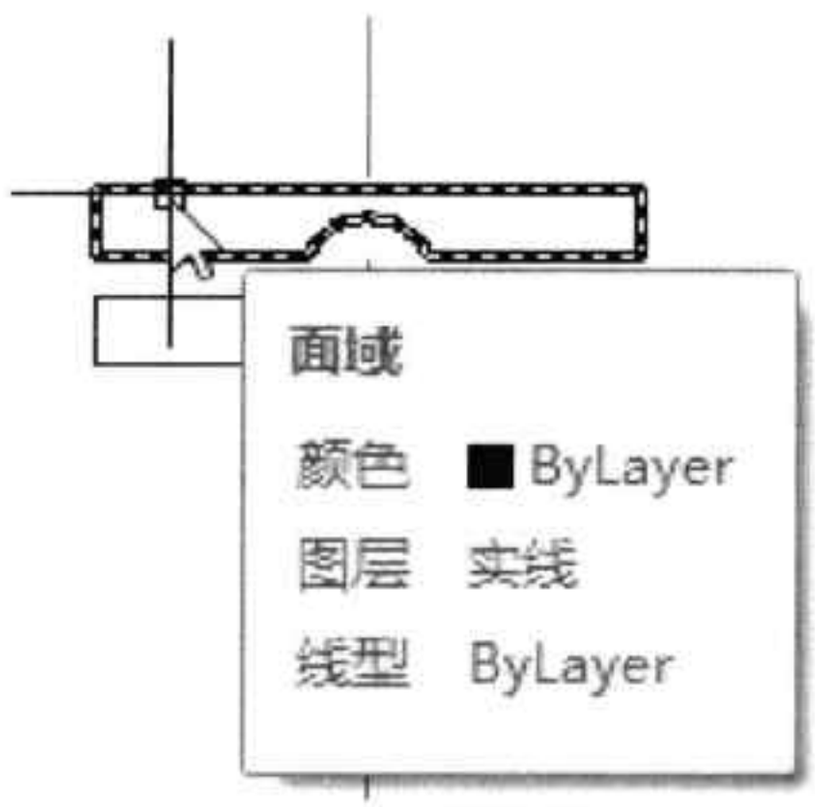

图21-28 创建面域
Step 13 选择完成后，按回车键即可完成面域的创建，如图 21-28 所示。